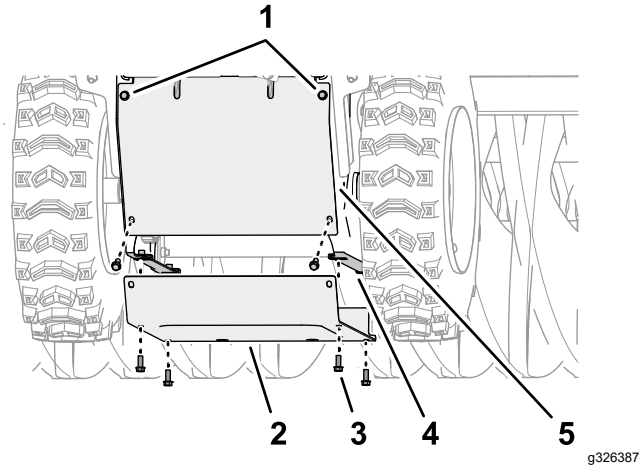

Figuur 51
4. Aan de onderkant van de machine: lijn de gaten in de onderkap uit met de gaten in de flenzen van de linker en rechter zijplaten (Figuur 51).
5. Monteer de onderkap op de machine (Figuur 51) met de 6 flenskop inbusbouten (¼" x ⅝").
6. Draai de 2 bovenste flensinbusbouten (¼" x ⅝") aan, waarmee de achterkap op de machine gemonteerd is (Figuur 51).